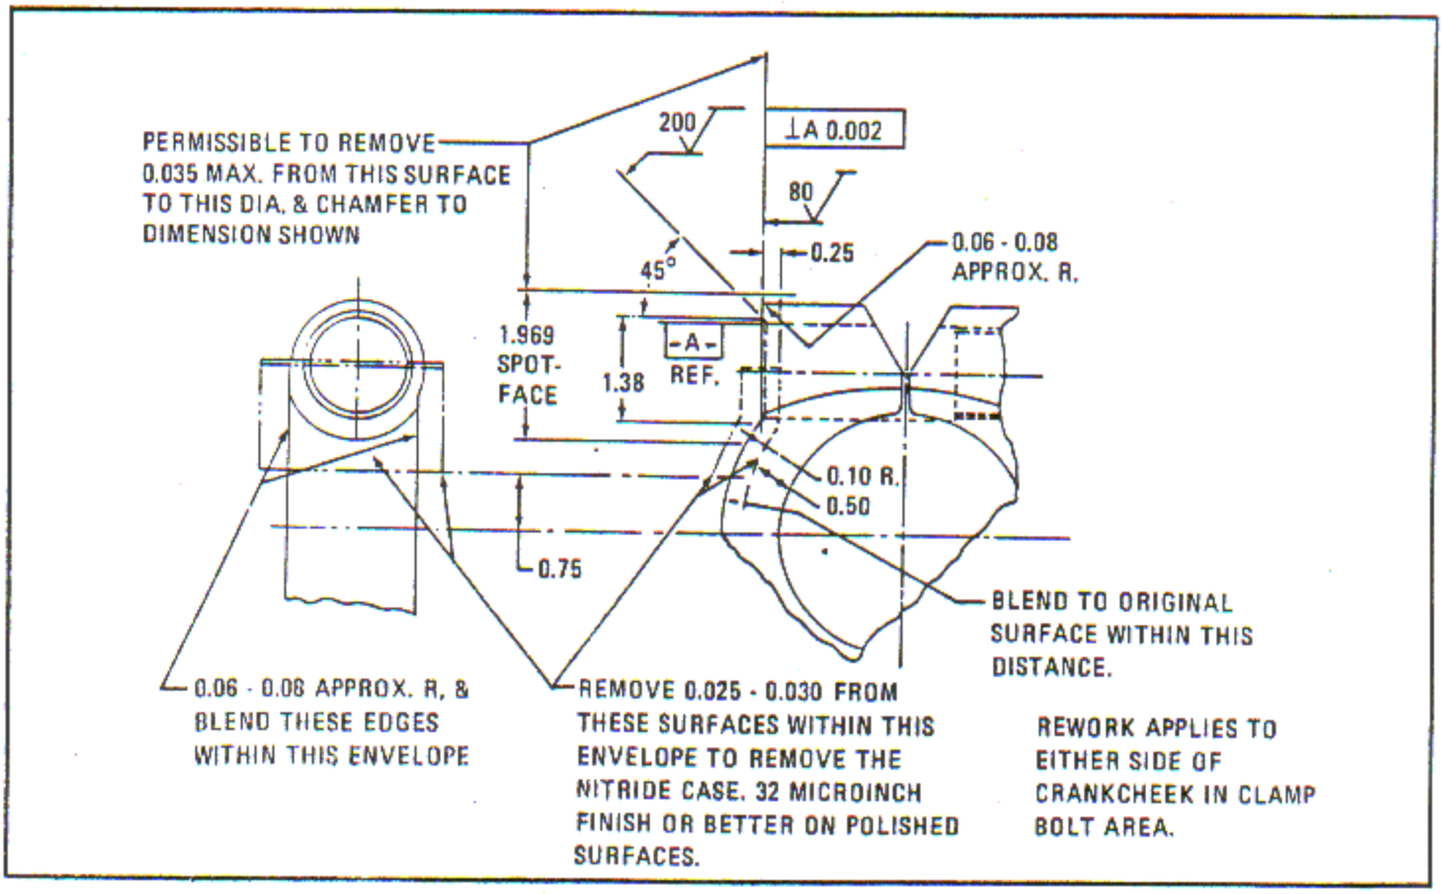

Figure 6-106. Remove Nitride Case Cracks at Clamp Bolt Area
a. Rear crankshaft sections exhibiting nitride cracks in the area indicated in figure 6-106 shall be reworked by standard machining, grinding and polishing methods to remove the cracks within the limits shown in the figure.